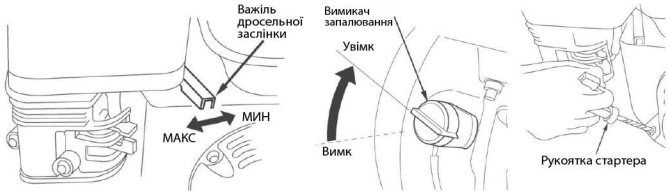

Рис. 11
5. Поверніть важіль повітряної заслінки на 1/3 ходу в бік положення **«Макс»** *(Рис. 11).*
6. Поставте вимикач запалення в положення **«Увімк»** *(Рис. 11)*.